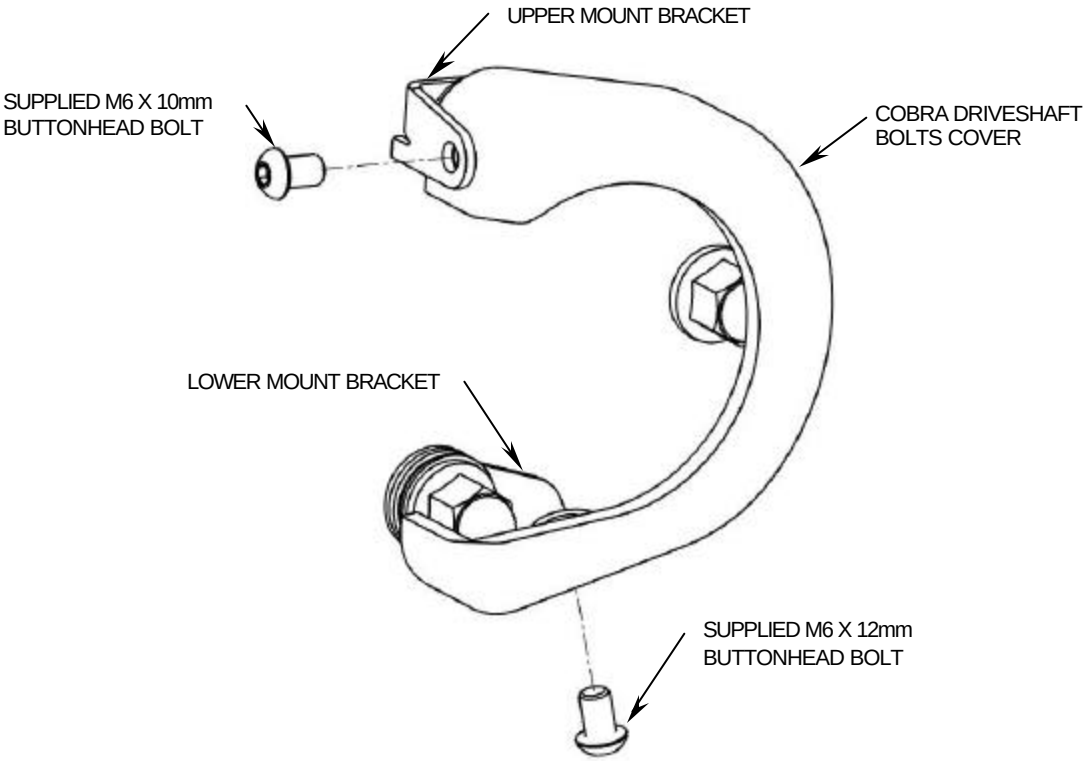

FIGURE 2
5. Place bolts cover over the driveshaft and slide back over acorn nuts. The lower bracket must sit inside of cover while the upper bracket should rest on the outer backside of the cover, See Figure 2. Make sure the brackets align properly with no interference. If cover does not fit correctly repeat Steps 3 and 4. If the bolts cover slides on smoothly continue to Step 6.
8. Place the bolts cover over the driveshaft as described in Step 5. Install the M6 x 12mm buttonhead bolt from the bottom of the bolts cover and into the lower bracket, but leave bolt loose. Install M6 x 10mm buttonhead bolt into the upper bracket and into the bolts cover, but leave bolt loose. See Figure 2.